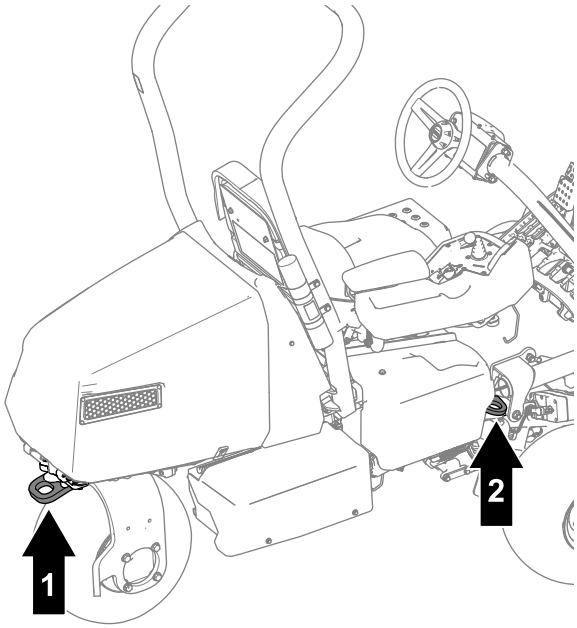

Figur 29
- Fastgør maskinen med stropper, kæder, kabler eller reb. Både den forreste og bageste strop bør føres ned og udad fra maskinen (Figur 29).